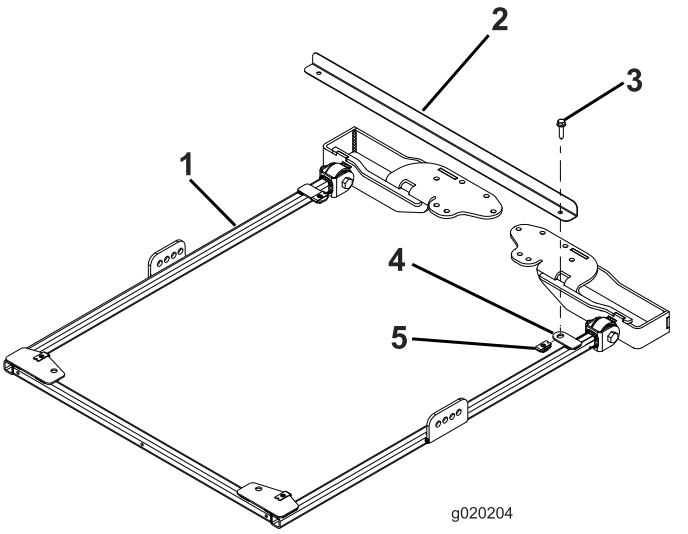

図 30
1. フレームを正しく整列させるために、サンシェードのフレームの後部にある取り付けタブに、フレーム整列バーを取り付けるフランジヘッドボルト5/16 x 1¼"2本を使用して図 30のように取り付ける。